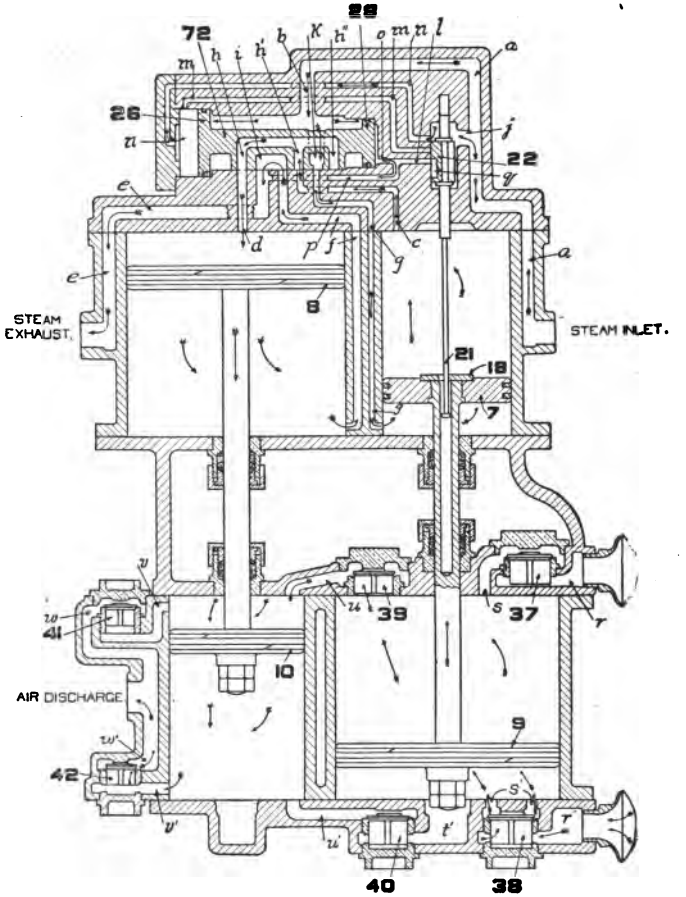

Fig. 130.
*Q. What are Figs. 130 and 131, and what do they show?*
A. Referring to Fig. 130, steam from the boiler enters the pump at the point marked "steam inlet," flows through passage *a* to the top head and fills the